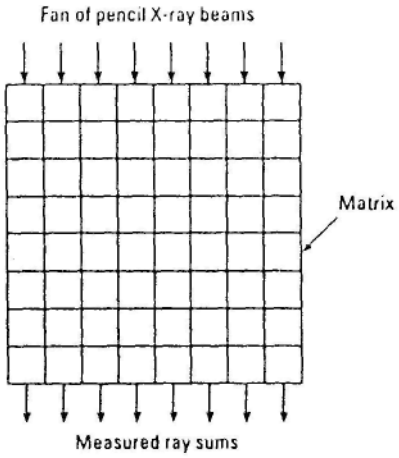

Fig. 4.13 Matrix of tissue voxels, corresponding memory locations in the computer or image pixels.
- The CT numbers so computed are stored in the computer memory locations, each of which corresponds to a voxel and therefore to a pixel, as in Fig. 4.13.